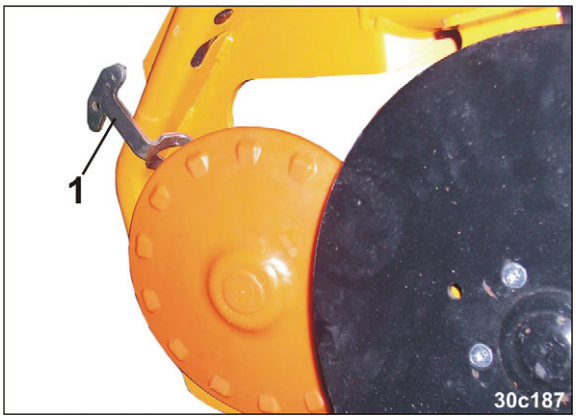

Fig. 148
1. Sæt håndtaget (Fig. 148/1) fast i en af de 3 stillinger.